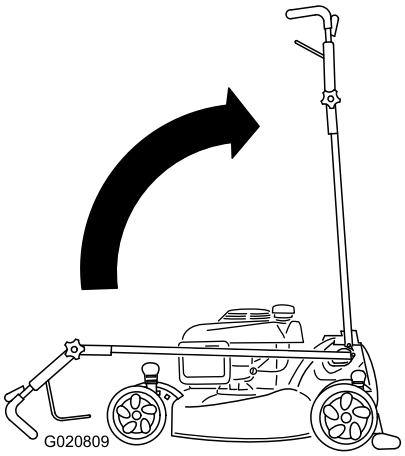

Figur 52
2. För handtaget till upprätt läge (Figur 52).